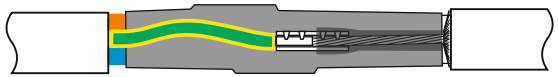

Рис. 14
Соединить PE-жилу с оплеткой гильзой ГМЛ (0) 2,5–6,0 (поз. 2) и обжать (см. рис. 14).